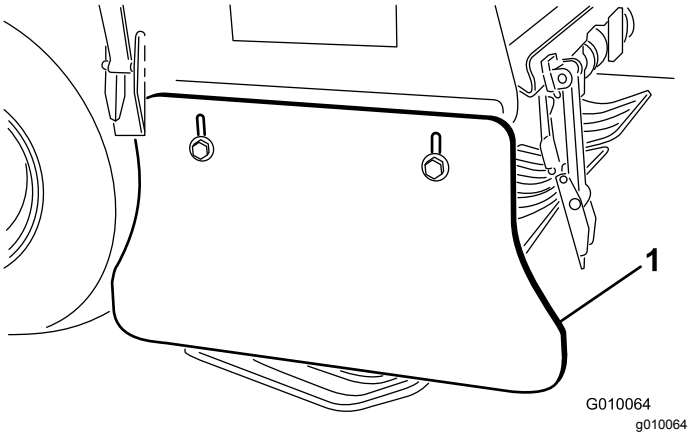

Figur 63
2. Lossa bultarna och muttrarna som håller fast sidoskydden på ramen (Figur 63).